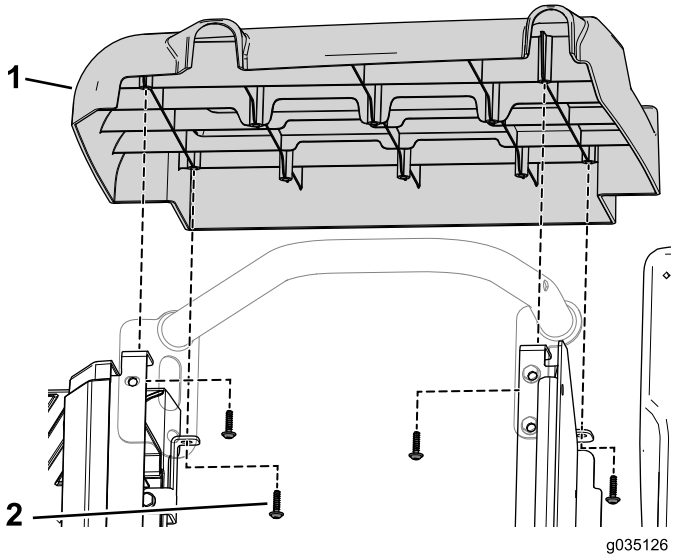

Figure 88
10. Use the 4 self-tapping screws to secure the right side cover to the seat assembly (Figure 88).